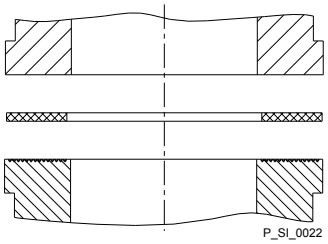

Fig. 12: Elastomer flat seal for a smooth insert
– However, in the event that a smooth insert is used (e.g. third party part), an elastomer flat seal must be used - see Fig. 12.